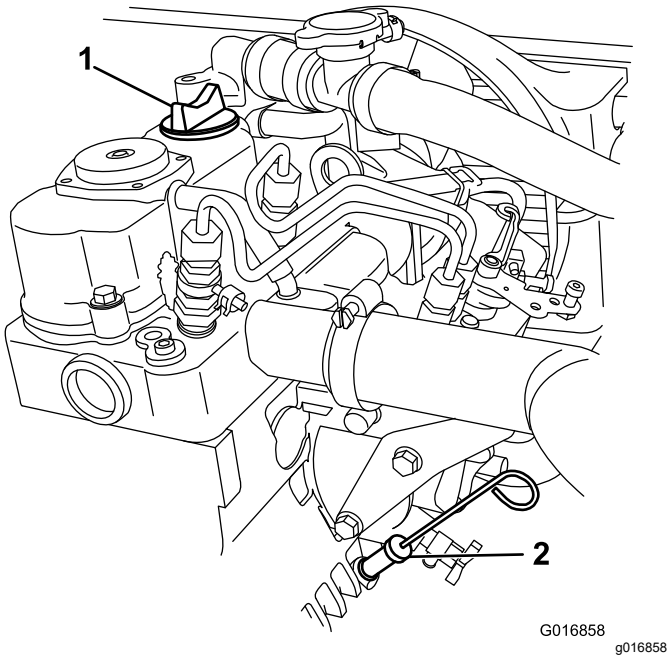

Figur 38
8. Gør rent rundt om oliepinden og påfyldningsdækslet, og tag målepinden ud (Figur 38).